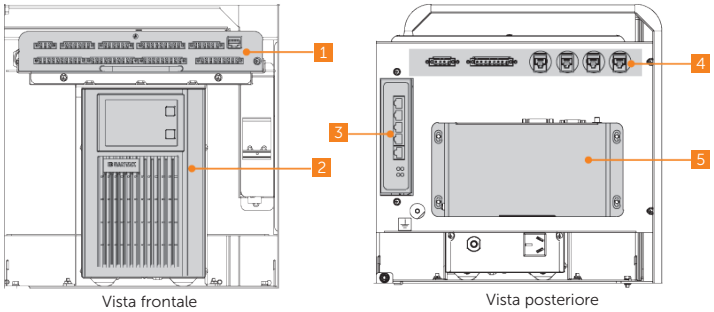

Figure 2-7 Area di controllo
- L'area di controllo non è completamente visibile. Per i dettagli, vedere "Figure 2-7 Control area".